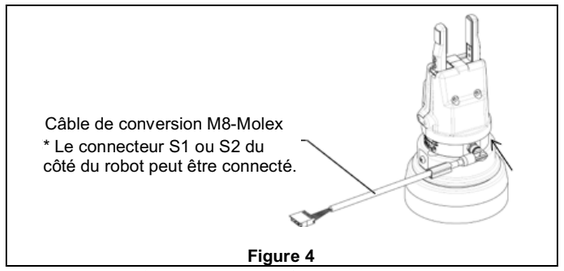

Figure 4
- Fixez le connecteur comme indiqué sur la **Figure 4**.